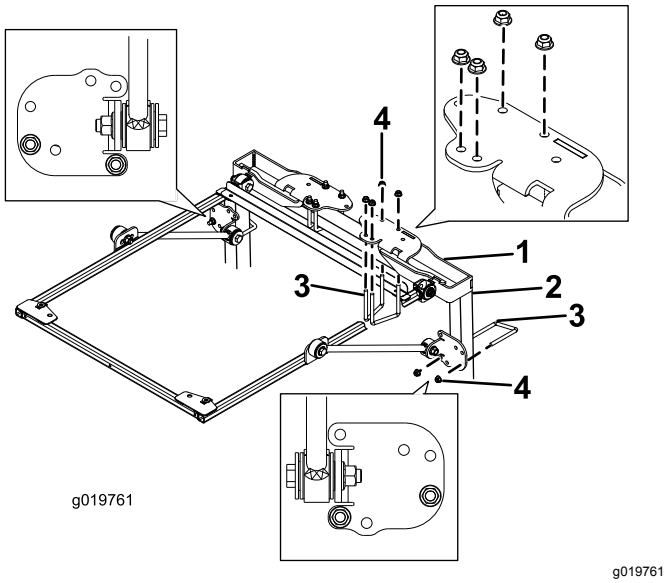

Figura 3
4. Posizionate le staffe di montaggio del ROPS sulla parte superiore del roll bar del trattorino (Figura 3).
5. Utilizzando i fori di montaggio illustrati nella Figura 3, montate ciascuna staffa di montaggio del ROPS sulla parte superiore del roll bar con 2 bulloni a U (4") e 4 dadi flangiati.
6. Utilizzando i fori di montaggio illustrati nella Figura 3, fissate, senza serrarle, ciascuna delle staffe di ancoraggio ai montanti del roll bar con un bullone a U (4") e 2 dadi flangiati.